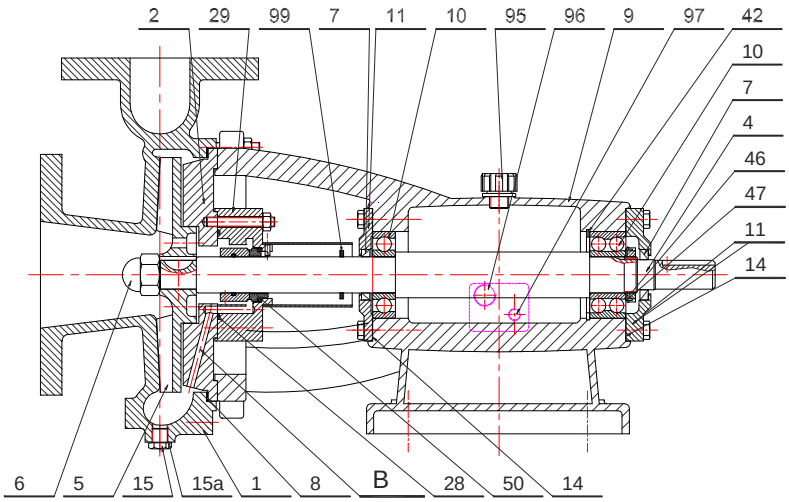

Fig 4
- Les pompes 106-209-210-216-312-316-414-516-522-614-619-827 peuvent être montées seulement en monocellulaire fig 4